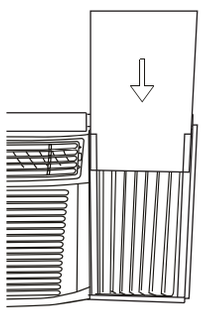

Fig.22
Étape 3. Faites glisser le panneau d'isolation R1 dans le rideau latéral, le côté avec le motif doit faire face à l'intérieur (Fig. 22).